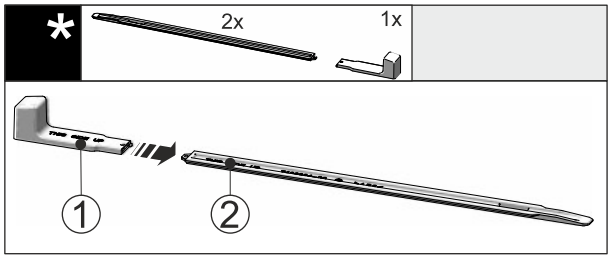

Fig. 48
▶ Attach the installation handle *Fig. 48 (1)* to the levelling rail *Fig. 48 (2)*.